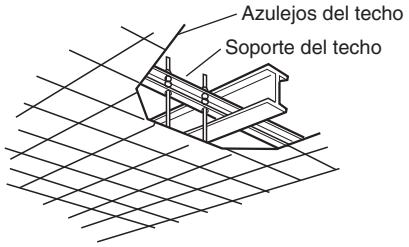

Fig. 3-4
- Utilice los soportes de techo existentes o construya un soporte adecuado (Fig. 3-4).